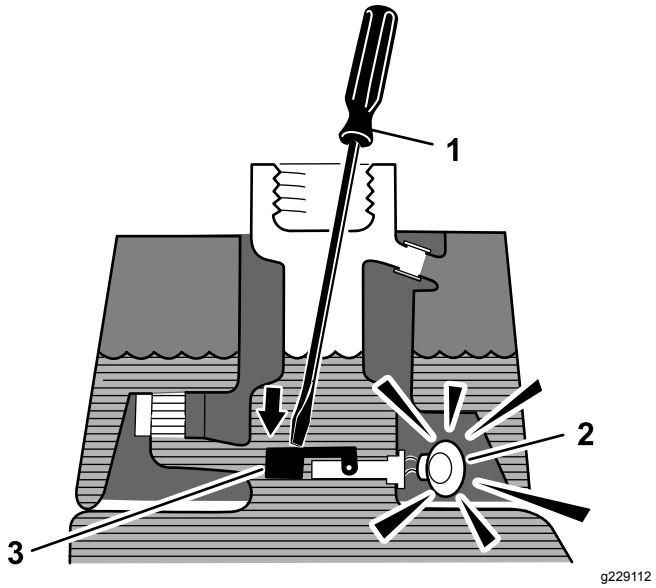

Figuur 42
3. Steek een schone staaf of schroevendraaier in de vulbuis en druk de vlotterschakelaar voorzichtig naar beneden (Figuur 42); het alarm zou moeten afgaan na 1 seconde.